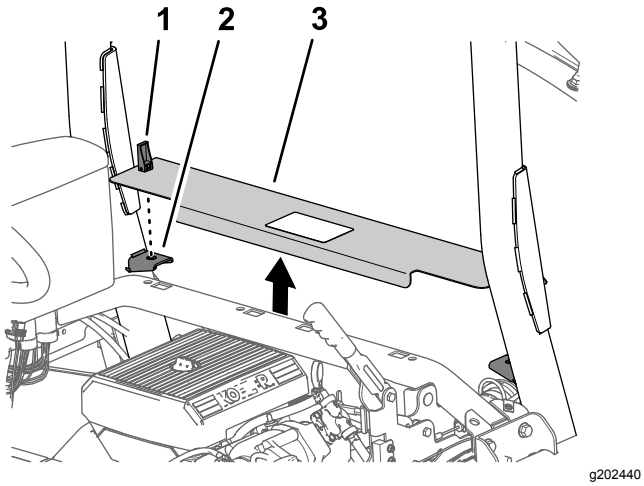

Figur 7
1. Vri opp håndtakene for låsene på motortilgangspanelet (Figur 7).
2. Løft opp motortilgangspanelet og fjern det fra maskinen (Figur 7).